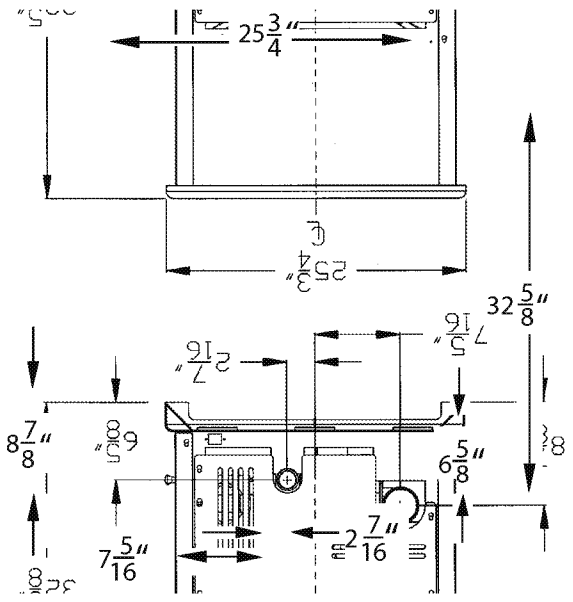
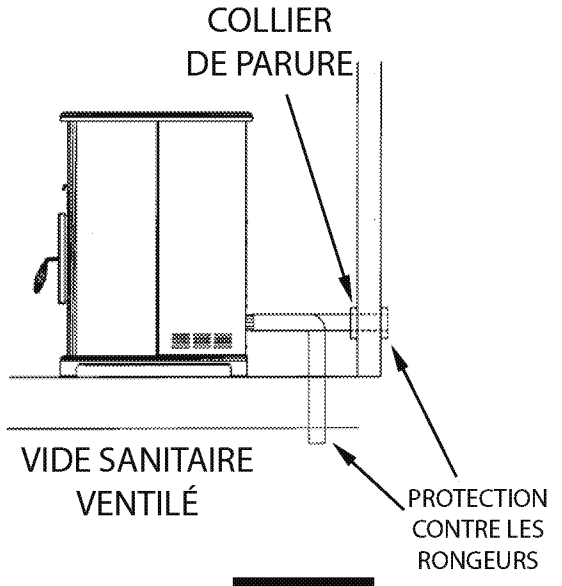

FIGURE 3
FIGURE 4
2. Situez la position du trou dans le mur, directement derrière la sortie d'évacuation du poêle (référez-vous à la figure 3).
Pour une installation en maison mobile, le poêle doit être relié à une source extérieure d'air de combustion. Un tuyau métallique de diamètre intérieur 2", flexible ou bien rigide, peut être fixé sur l'entrée à l'arrière du poêle (référez-vous à la figure 3). Une protection contre les rongeurs (avec mailles de grillage d'au moins 1/4")/hotte anti-vent doit être utilisée à la terminaison (référezvous à la figure 4). Tous les raccordements doivent être fixés et étanchéifiés, en utilisant une attache de tuyau du bon calibre et/ou du ruban métallique UL-181-AP. Pour des installations en maison mobile uniquement : Un tuyau de diamètre intérieur 2" peut être utilisé pour le premier mètre cinquante de tronçon pour l'air de combustion. De 1,5 à 3 mètres, utilisez du tuyau de diamètre intérieur 2 ¾". Aucune alimentation en air de combustion ne doit dépasser 3 mètres.